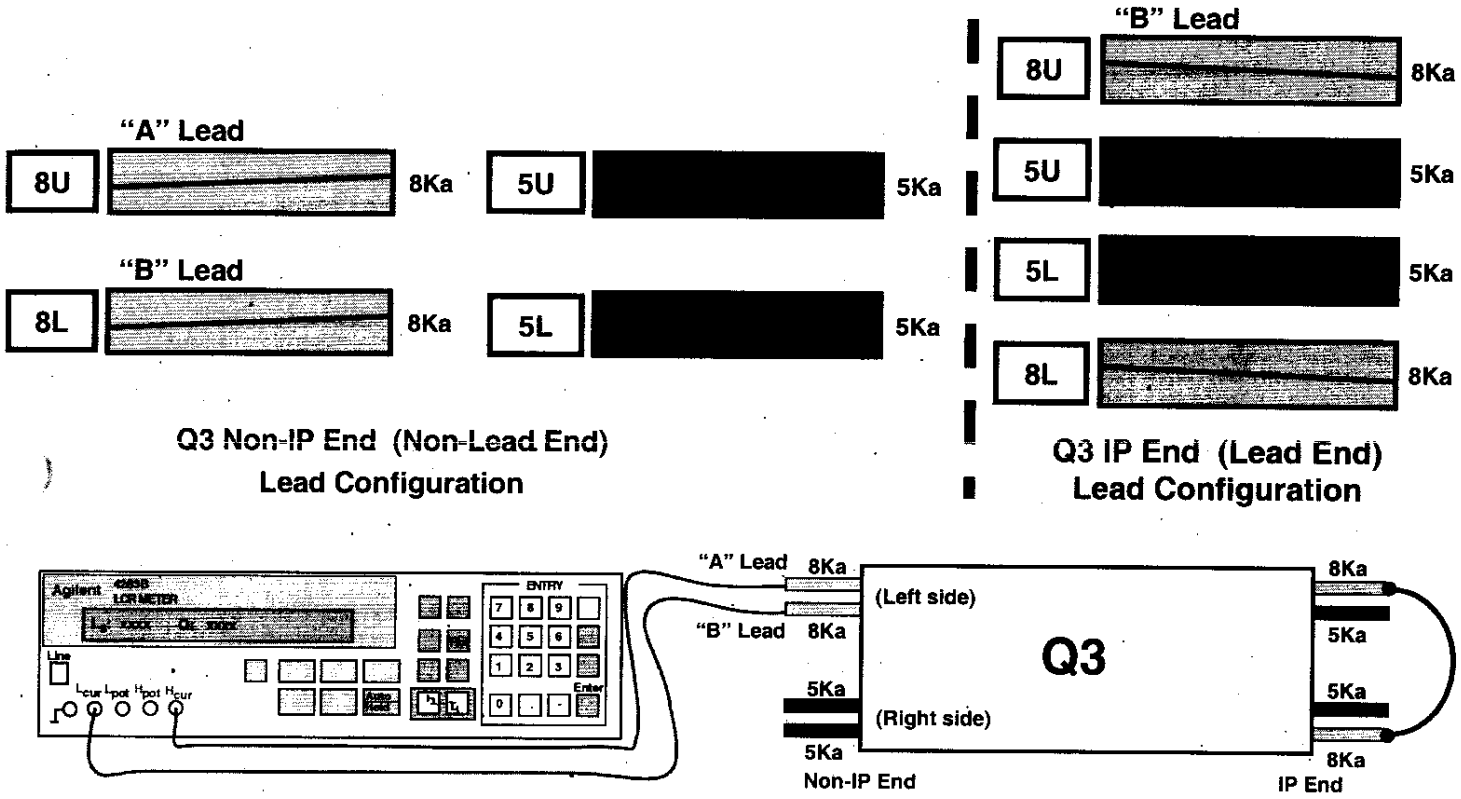

Figure 16.1-B
6. Connect H_{cur} to "A" power lead as shown in figure 16.1-B.
7. Connect L_{cur} to "B" power lead as shown in figure 16.1-B.